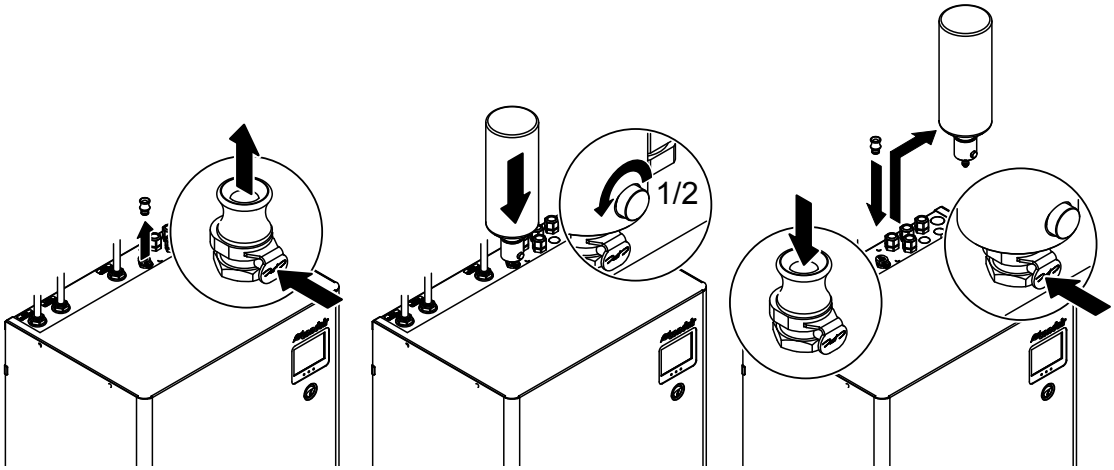

Abb. 22: Desinfektionsmittel einfüllen
b. Entfernen Sie den weissen Verschluss-Stutzen vom Service-Adapter der Hydraulikeinheit (siehe *Abb. 22*).
d. Nachdem die Flasche entleert ist, drücken Sie auf den Entriegelungsmechanismus (siehe *Abb. 22*) und entfernen Sie die Flasche. Stecken Sie anschliessend den weissen Verschluss-Stutzen wieder in den Service-Adapter.